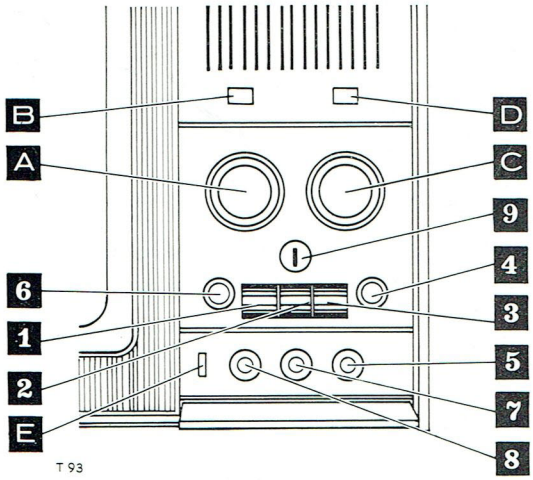

fig. 1
b) Relief - luminosité - tonalité (fig. 1).